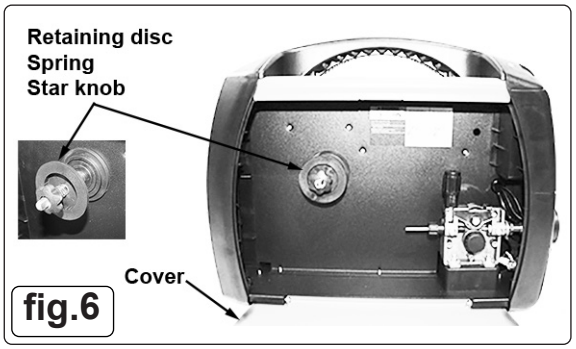

fig.6
6.3.1. Open the wire feed compartment cover and unscrew and remove the star knob, spring and retaining disc (fig.6) and place to one side.